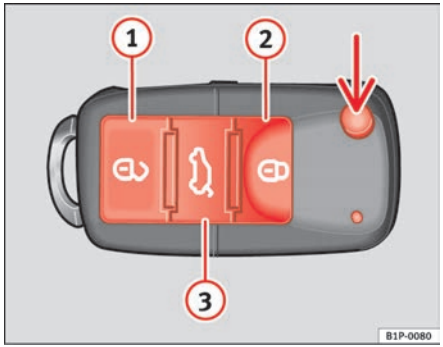

Fig. 63 Assignment of buttons on the remote control key
Using the button ⇒ fig. 63 (arrow) on the control, the key shaft is released.
Unlocking the vehicle 🔓 ⇒ fig. 63 (1). The doors and the tailgate are unlocked.
Locking the vehicle 🔒 ⇒ fig. 63 (2).
Unlocking the tailgate. Press the button ⇒ fig. 63 (3) until all indicators on the vehicle briefly flash. When the unlocking button (3) is pressed, you have 2 minutes to open the door. Once this time has passed, it will lock once more.
Also, the battery indicator on the key ⇒ fig. 63, will flash.
– Lock the vehicle using the driver side door lock with the remote control key ⇒ page 100, fig. 63.